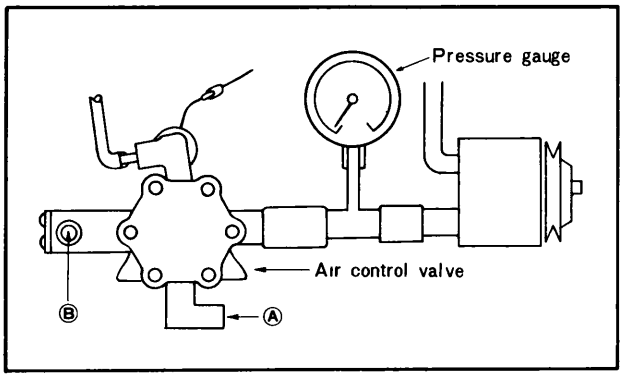

Fig. 1A–45 Checking of air control valve
2. Attach the pressure gauge as in Fig. 1A–45.